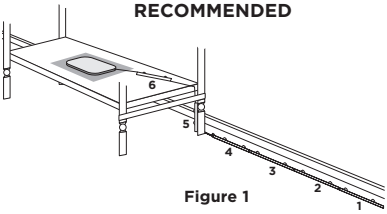
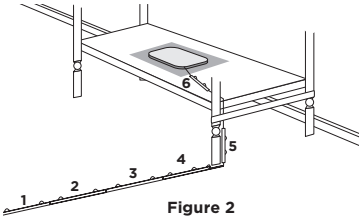

Figure 1
Figure 2
1) Use the crib leg by the wall closest to the Nursery Unit **(Figure 1)**. In cases where the Nursery Unit is across the room, use the leg closest to the Nursery Unit to position the covered wire **(Figure 2)**. It is always preferable that the covered cord run along a wall.